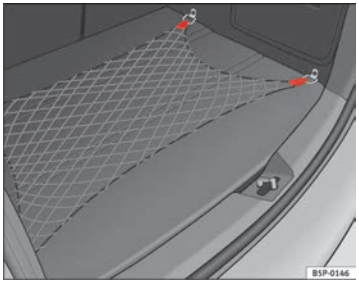

Fig. 108 Retaining net ▶
– Use the fastening rings located on the side of the luggage compartment to attach the retaining net ⇒ page 147, fig. 108.